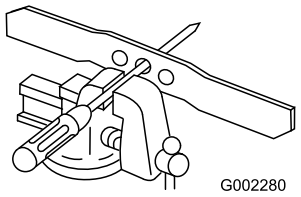

Figuur 37
1. Controleer de balans van het mes door de opening in het midden van het mes boven een spijker of de steel van een schroevendraaier te houden, die horizontaal in een bankschroef is geklemd (Figuur 37).